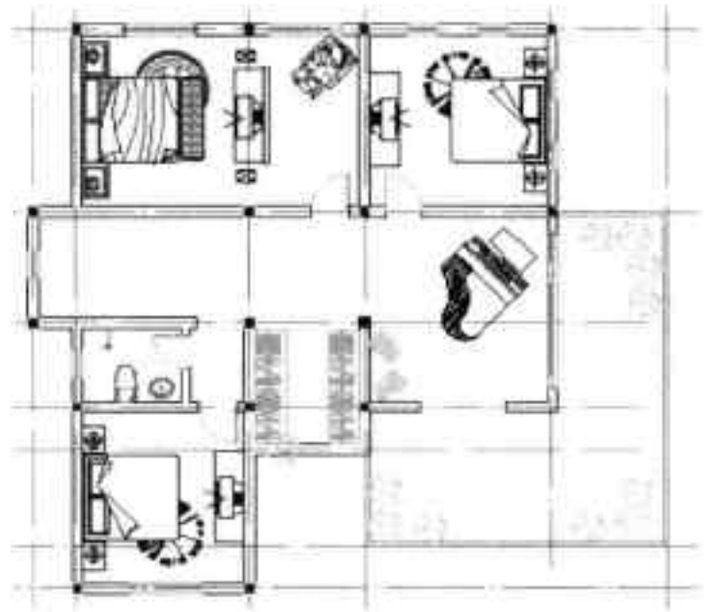

图18-87 布置别墅二层区域
Step18 按照上述操作方法，布置别墅二层平面图，结果如图 18-87 所示。